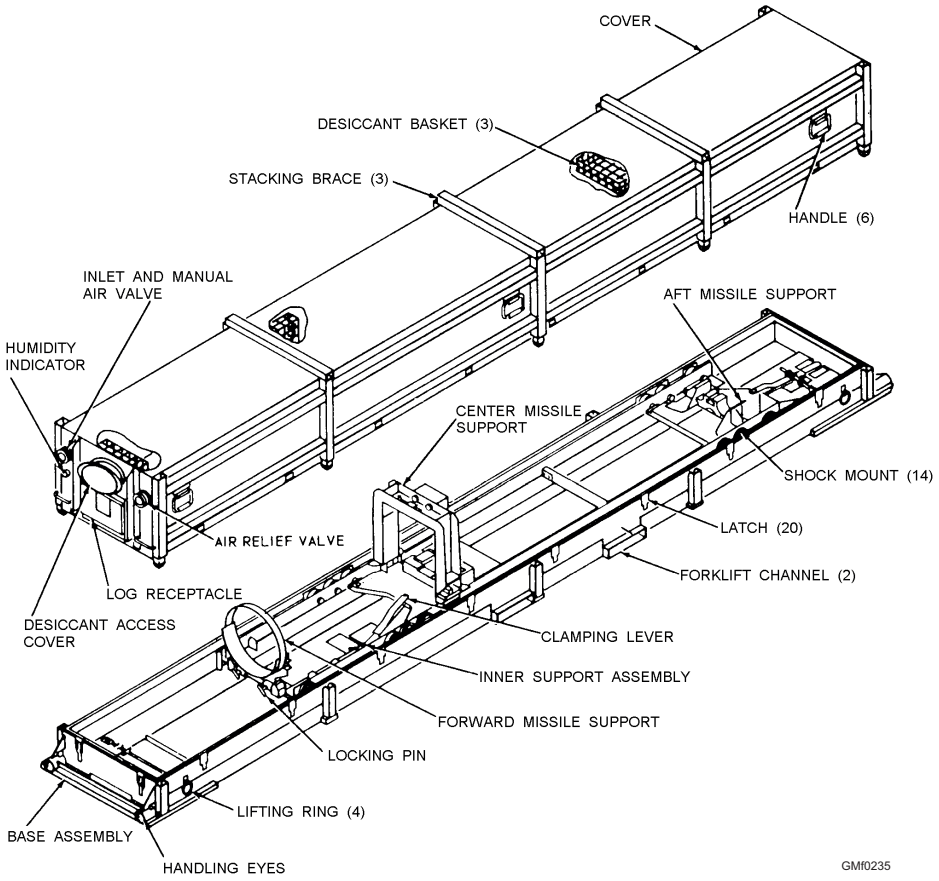

**Figure 2-35.—Mk 372 Mod 5 container for Standard MR missiles.**
1. Mk 372 container – Standard missiles (SM)
**MK 372 CONTAINER**.—The Mk 372 Mod 5 container is used to ship and stow medium range (MR) Standard missiles (fig. 2-35).